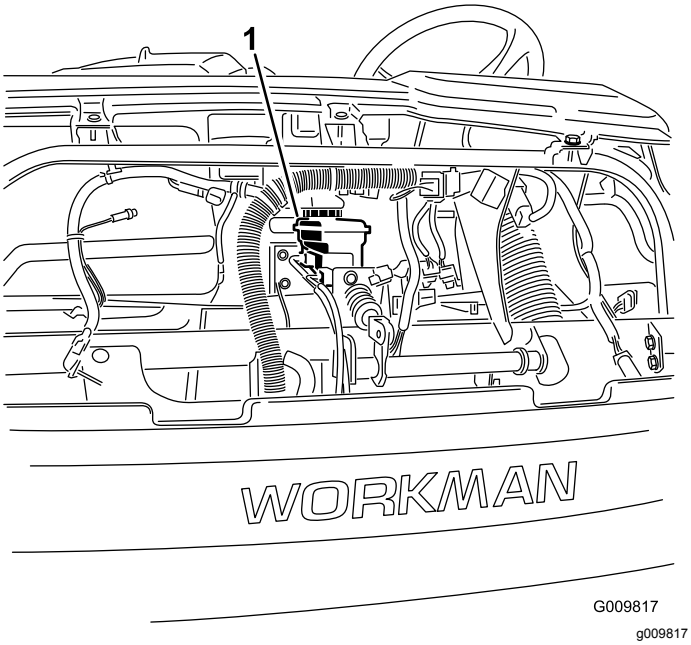

**Figuur 26**
**Opmerking:** U kunt de motorkap aan de voorzijde van de machine verwijderen om bij het reservoir te komen (Figuur 26).